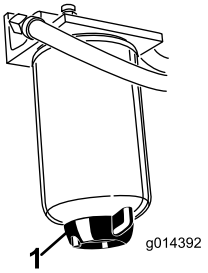

Рисунок 30
Ежедневно сливайте воду или другие загрязнения из водоотделителя (Рисунок 30).
2. Ослабьте сливную пробку в днище корпуса фильтра (Рисунок 30).